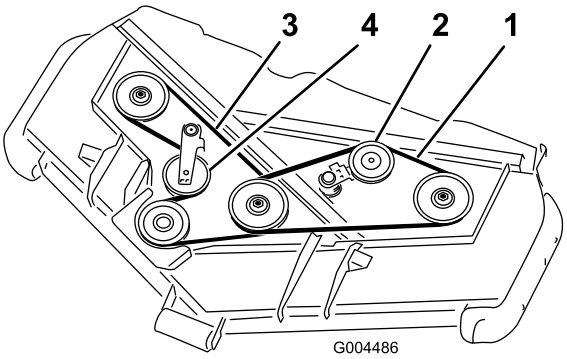

Figur 55
3. Flyt med et ledhåndtag eller et lignende værktøj styreremskiven for den øverste rem (Figur 55) væk fra den øverste drivrem for at mindske remmens stramhed, så det bliver muligt at tage remmen af remskiverne.
4. Flyt med et ledhåndtag eller et lignende værktøj styreremskiven for den nederste rem (Figur 55) væk fra den nederste drivrem for at mindske remmens stramhed, så det bliver muligt at tage remmen af remskiverne.
5. Før en ny rem rundt om gearkassens remskive, de nederste spindelremskiver og styreremskiveenheden som vist i Figur 55.
6. Før en ny rem rundt om de øverste spindelremskiver og styreremskiveenheden som vist i Figur 55.